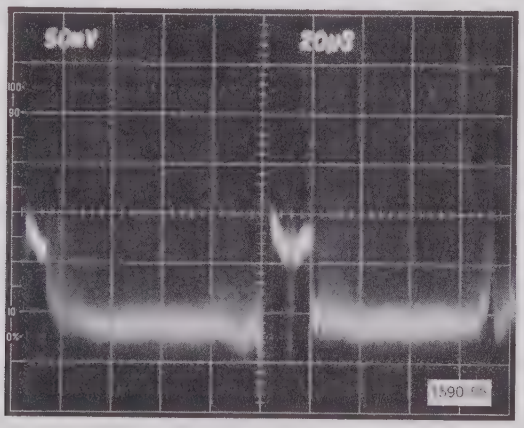

Fig. 6-10. Y symmetry and gain.
c. Check - for a Test Oscilloscope display with a flat baseline (Fig. 6-10).
d. Adjust - R2167 and R2187 on the Video Processor for a flat baseline (Fig. 6-10).